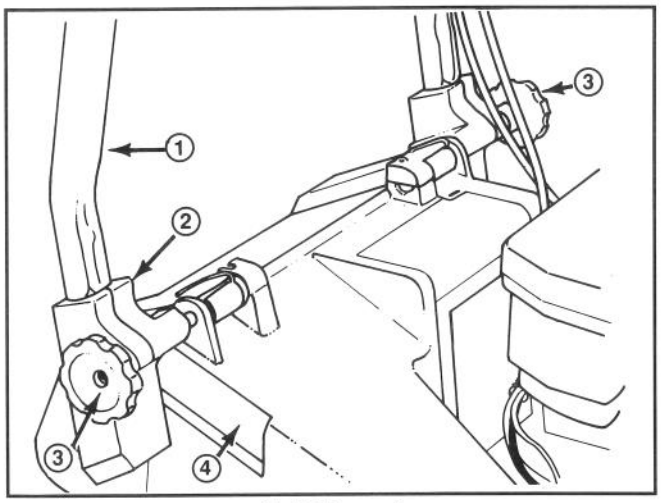
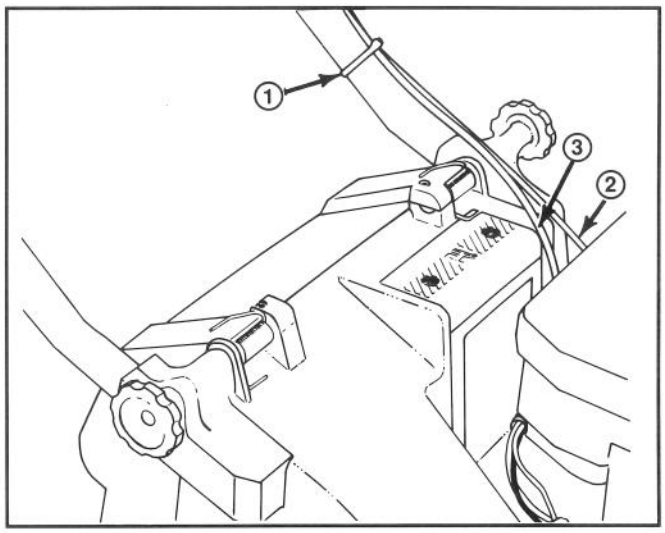

**Abbildung 1**
**Abbildung 2**
**1.** MONTAGE—Drehknöpfe auf der Gestängehalterung lockern (Abb. 1).
**3.** Die Enden der Griffstange in die Löcher der Gestängehalterung schieben bis sie sicher gehalten werden (Abb. 1). Sicherstellen, daß die Gaszug- und Antriebskabel (selbstgetriebenes Modell) an der Gestängehalterung links oben sind (Abb. 2).
**4.** Den Griff und die Gestängehalterungen nach hinten schwenken bis die Rastklinken sicher in den Gehäuserasten gehalten werden (Abb. 2).